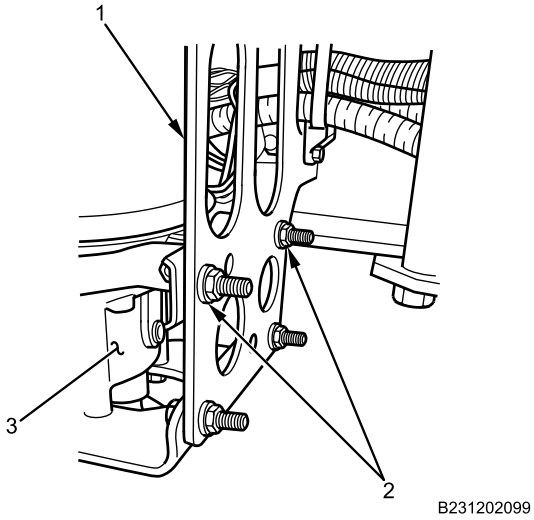

Figure 5. Air Dryer Support Bracket Nuts.
1. Apply corrosion preventive compound to air dryer support bracket side nuts and bolts (Figure 5, Item 2).
2. Place air dryer (Figure 5, Item 3) into position on air dryer support bracket (Figure 5, Item 1) and, install air dryer support bracket side nuts and bolts (Figure 5, Item 2) on air dryer support bracket.
3. Torque air dryer support bracket side nuts (Figure 5, Item 2) to 25 lb-ft (34 N•m).